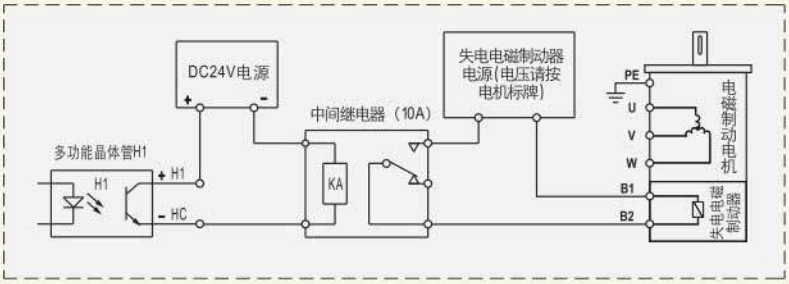

图 7
4. 电磁制动频率到达	连锁控制电磁制动电机的制动器，保证同步运行，详见 P-9 接线图中图7。